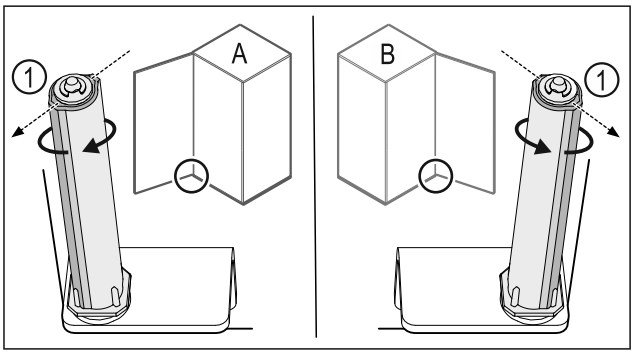

*Fig. 33 Opritorul din stânga (**A**) / opritorul din dreapta (**B**)*
- ▶ Rotiți sistemul de închidere până la rezistență, până când pragul sistemului de închidere *Fig. 33 (1)* este orientat spre exterior.